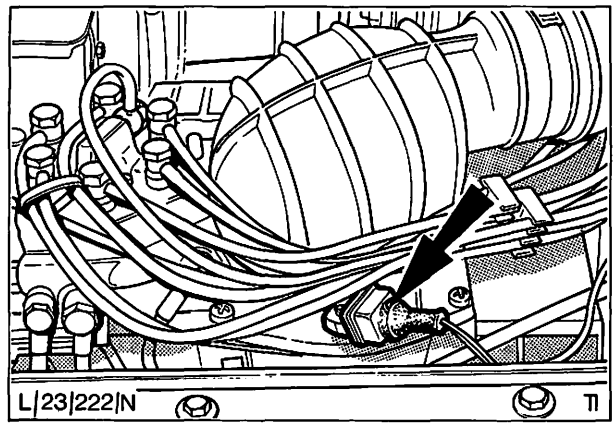

Abb. 73 Stecker Sicherheitsschalter – Stauscheibe
a) Stecker am Sicherheitsschalter – Stauscheibe montieren, Abb. 73.
a) Stecker vom Sicherheitsschalter–Stauscheibe, Abb. 73, abziehen und Zündung einschalten. Die Kraftstoffpumpe sollte jetzt fördern.